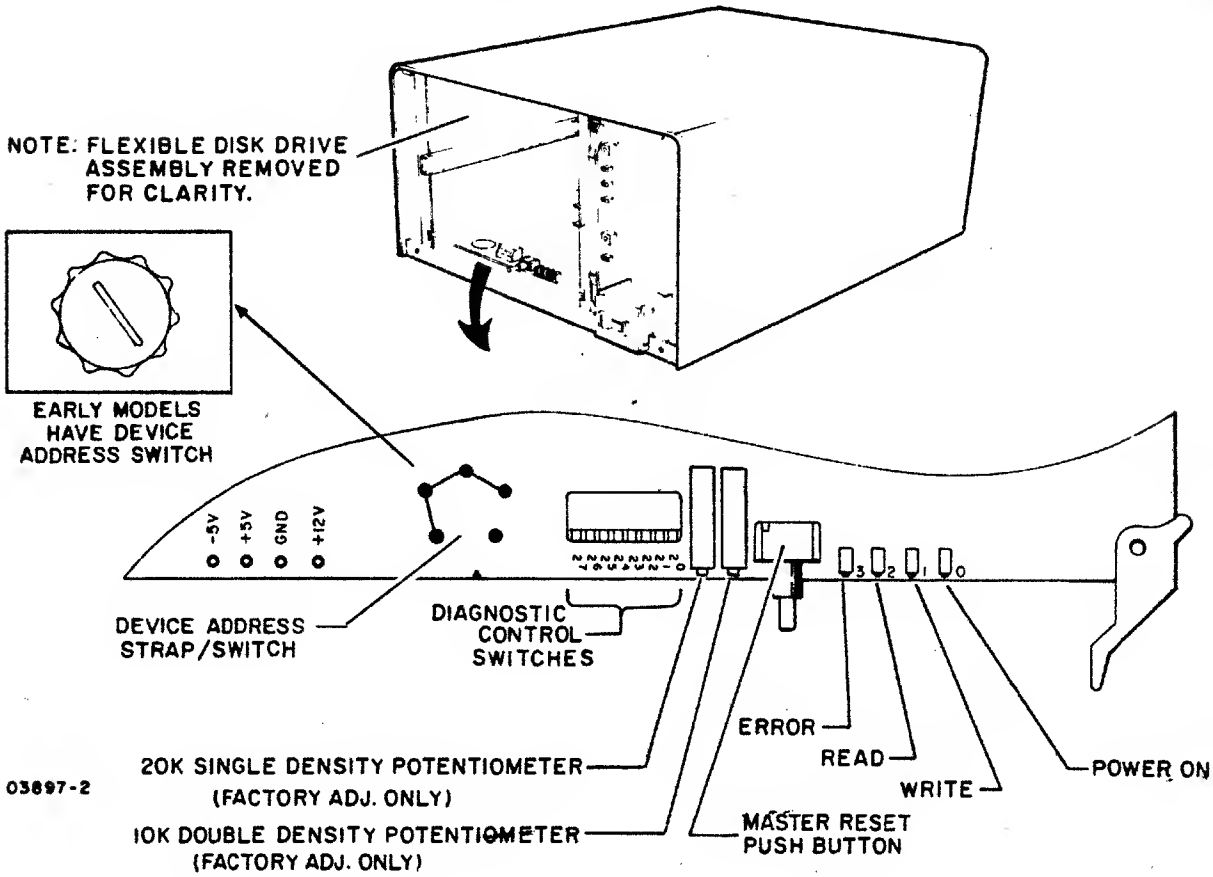

Figure 3-2. Controller Board Switches and Indicators
4. This step applies to primary flexible disk units only. Remove front panel of unit (procedure 3) and locate switches at front of controller board (figure 3-2).
2. Observe four LEDS at front of controller board (figure 3-2). Immediately after turning power on (at start of diagnostic test execution) all four LEDs are turned on for a short period of time as an LED test. As the self-test diagnostic executes, the lower three LEDs indicate which test is in process. LED 2^3 lit indicates a diagnostic test error. Note that with no flexible disk installed, LEDs 2^0, 2^1, and 2^2 should be lit and LED 2^3 should be unlit indicating that diagnostic is at test 7 but drive is not ready.